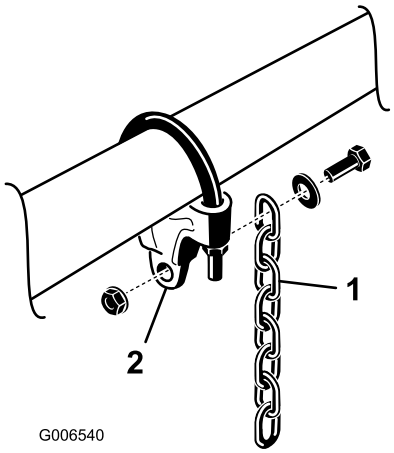

Bild 12
5. Befestigen Sie eine Hubkette mit einer Schraube, Scheibe und Mutter an jeder Kettenhalterung, wie in Bild 12 abgebildet